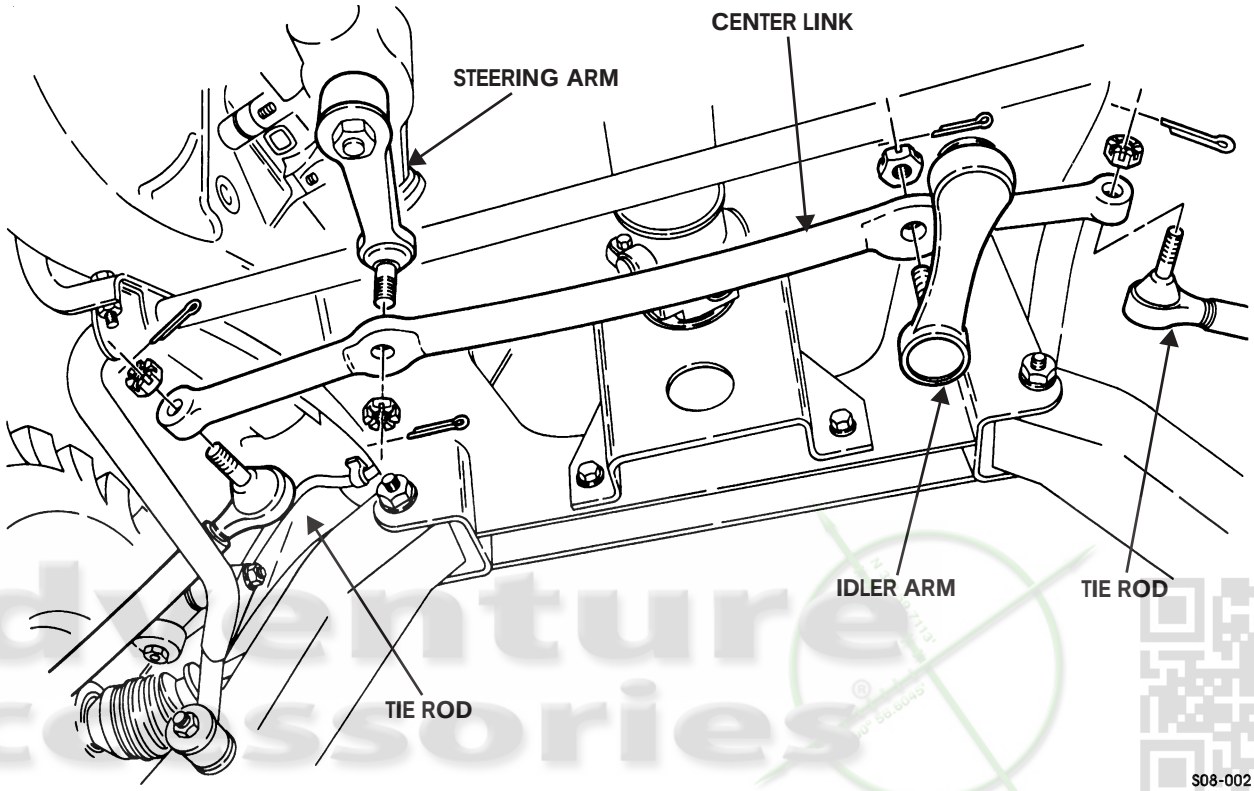

Figure 8-3: Center Link
2. Remove cotter pin and slotted nut securing idler arm to center link. Discard cotter pin (Figure 8-3).
1. Install center link on steering arm and idler arm with two slotted nuts. Tighten slotted nuts to 80 lb-ft (108 N•m) (Figure 8-3).